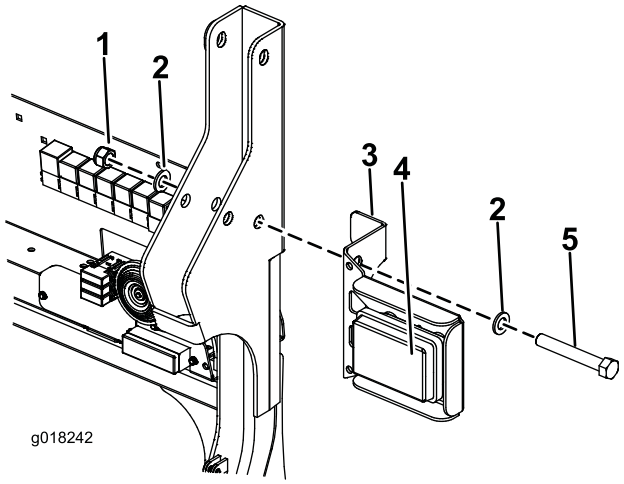

**図 3**
9. 右後部用のランプブラケットをROPSの穴に合わせて、新しい M16 x 110mm ボルトを差し込む（図 3）。ワッシャは既存のものを再利用する。